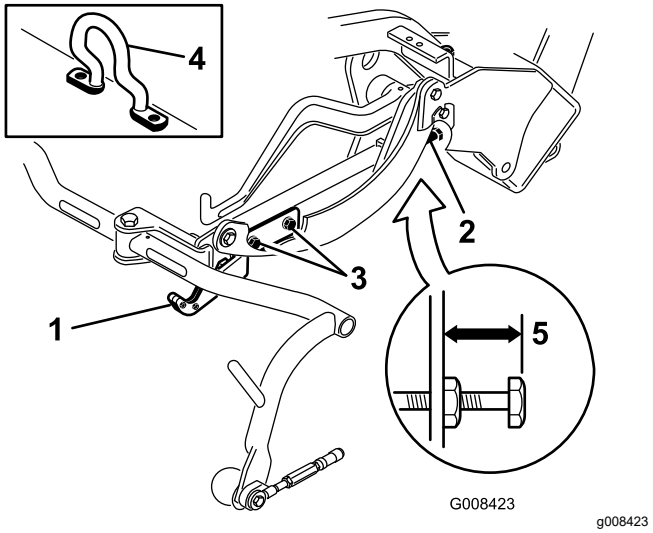
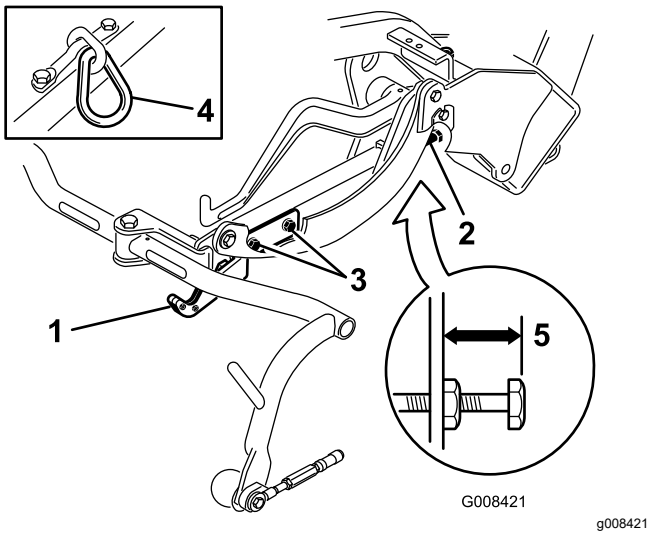
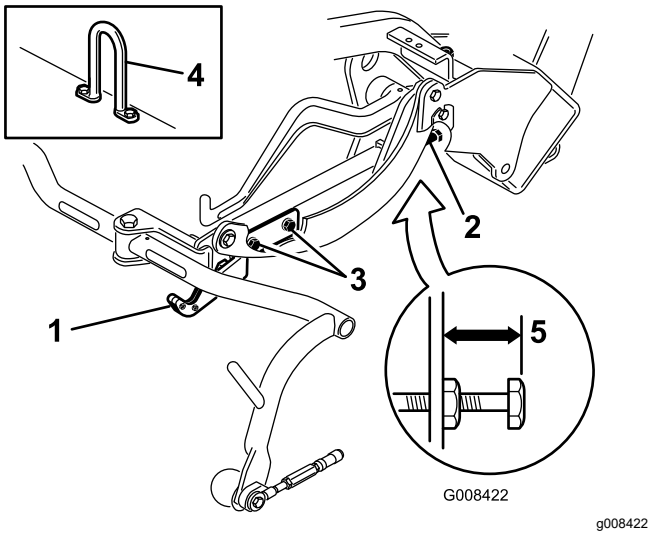

Figur 10
Figur 11
Figur 12
Kontrollera transporthöjden (Figur 11 och Figur 12) och justera den vid behov.
2. På klippenheter som är utrustade med böjd lyftkrok (Figur 10, infällning) ska du kontrollera att avståndet från ovansidan av bärramsjusteringsskruven till baksidan av bärramen är 25 mm. Gå vidare till steg 4 om avståndet inte är 25 mm.
3. På klippenheter som är utrustade med kedjelänk eller rak lyftkrok (Figur 11 och Figur 12, infällningar) ska du kontrollera att avståndet från ovansidan av bärramsjusteringsskruven till baksidan av bärramen är 22 mm. Gå vidare till steg 4 om avståndet inte är 22 mm. Gå vidare till nästa steg om klippenheten är utrustad med böjd lyftlänk (Figur 10).
4. Lossa på den främre transportplattans monteringsskruvar (Figur 11, Figur 12 och Figur 10).
7. Lossa på kontramuttern på bärramsjusterings-skruven om bärramarna inte befinner sig på samma höjd (Figur 10, Figur 11 och Figur 12). Rotera skruven utåt för att höja, och inåt för att sänka. Dra åt kontramuttern när du uppnått rätt höjd.